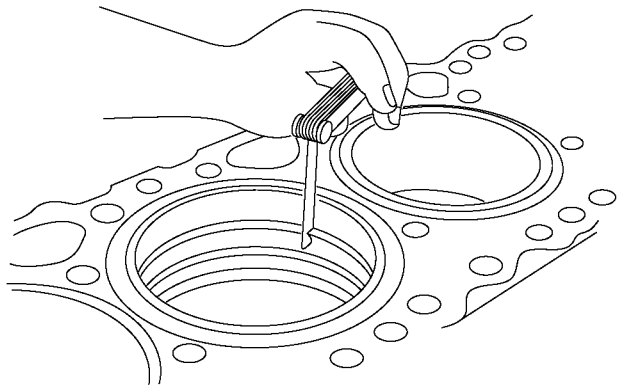

Figure 1-269 Piston Ring Gap Measurement
3. After the three rings have been positioned in the liner, measure the ring gap of the top ring with a feeler gage. See Figure 1-269. Remove the ring from the liner after the measurement is complete.